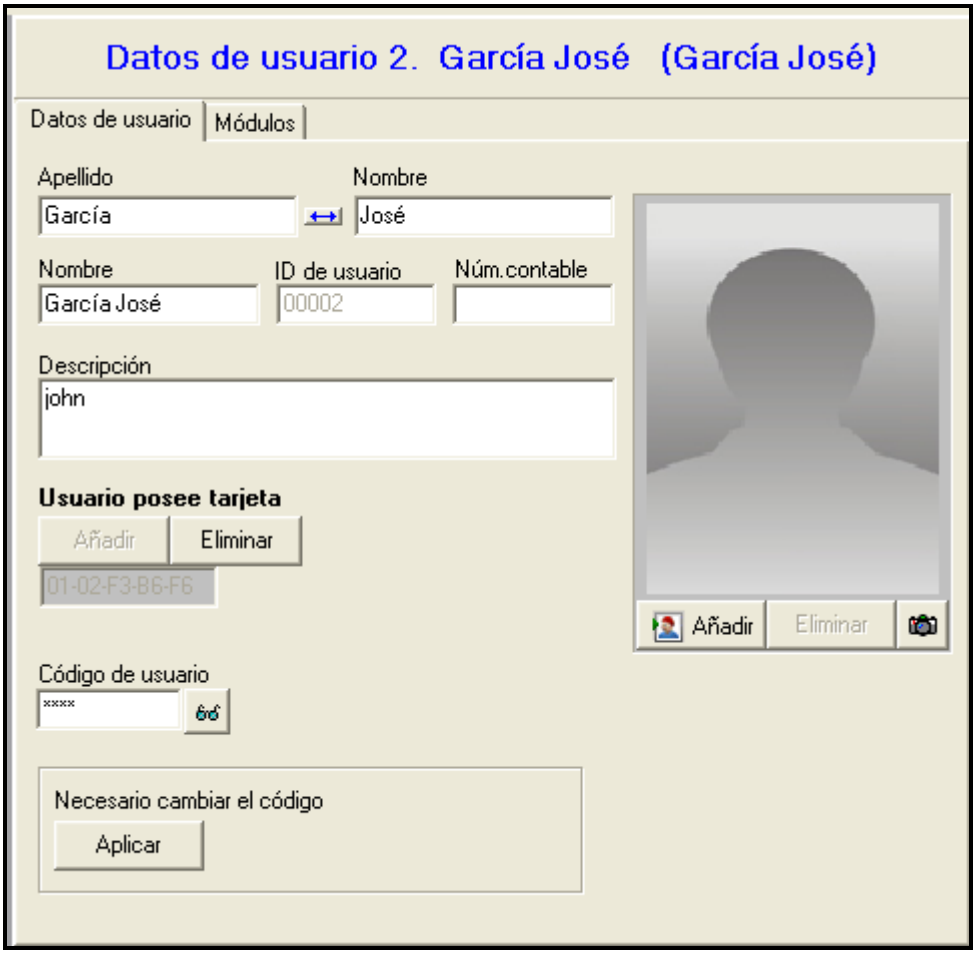

Fig. 26. Pestaña con datos del usuario en la ventana USUARIOS.
7. Entrar el apellido y el nombre del usuario (16 caracteres) en la pestaña DATOS DE USUARIOS. El nombre será creado automáticamente después de entrar el nombre y el apellido del usuario, sin embargo puede ser independiente de ellos. Solamente el nombre presentado será guardado en el módulo. En el programa ACCO-SOFT-LT, este nombre será visualizado entre paréntesis en la ventana USUARIOS (ver: fig. 26).
8. Si el usuario debe utilizar también la tarjeta / llave iButton, hacer clic con el puntero del ratón sobre el botón AÑADIR. La ventana LECTURA DE TARJETA/LLAVE se abrirá (ver: fig. 26).